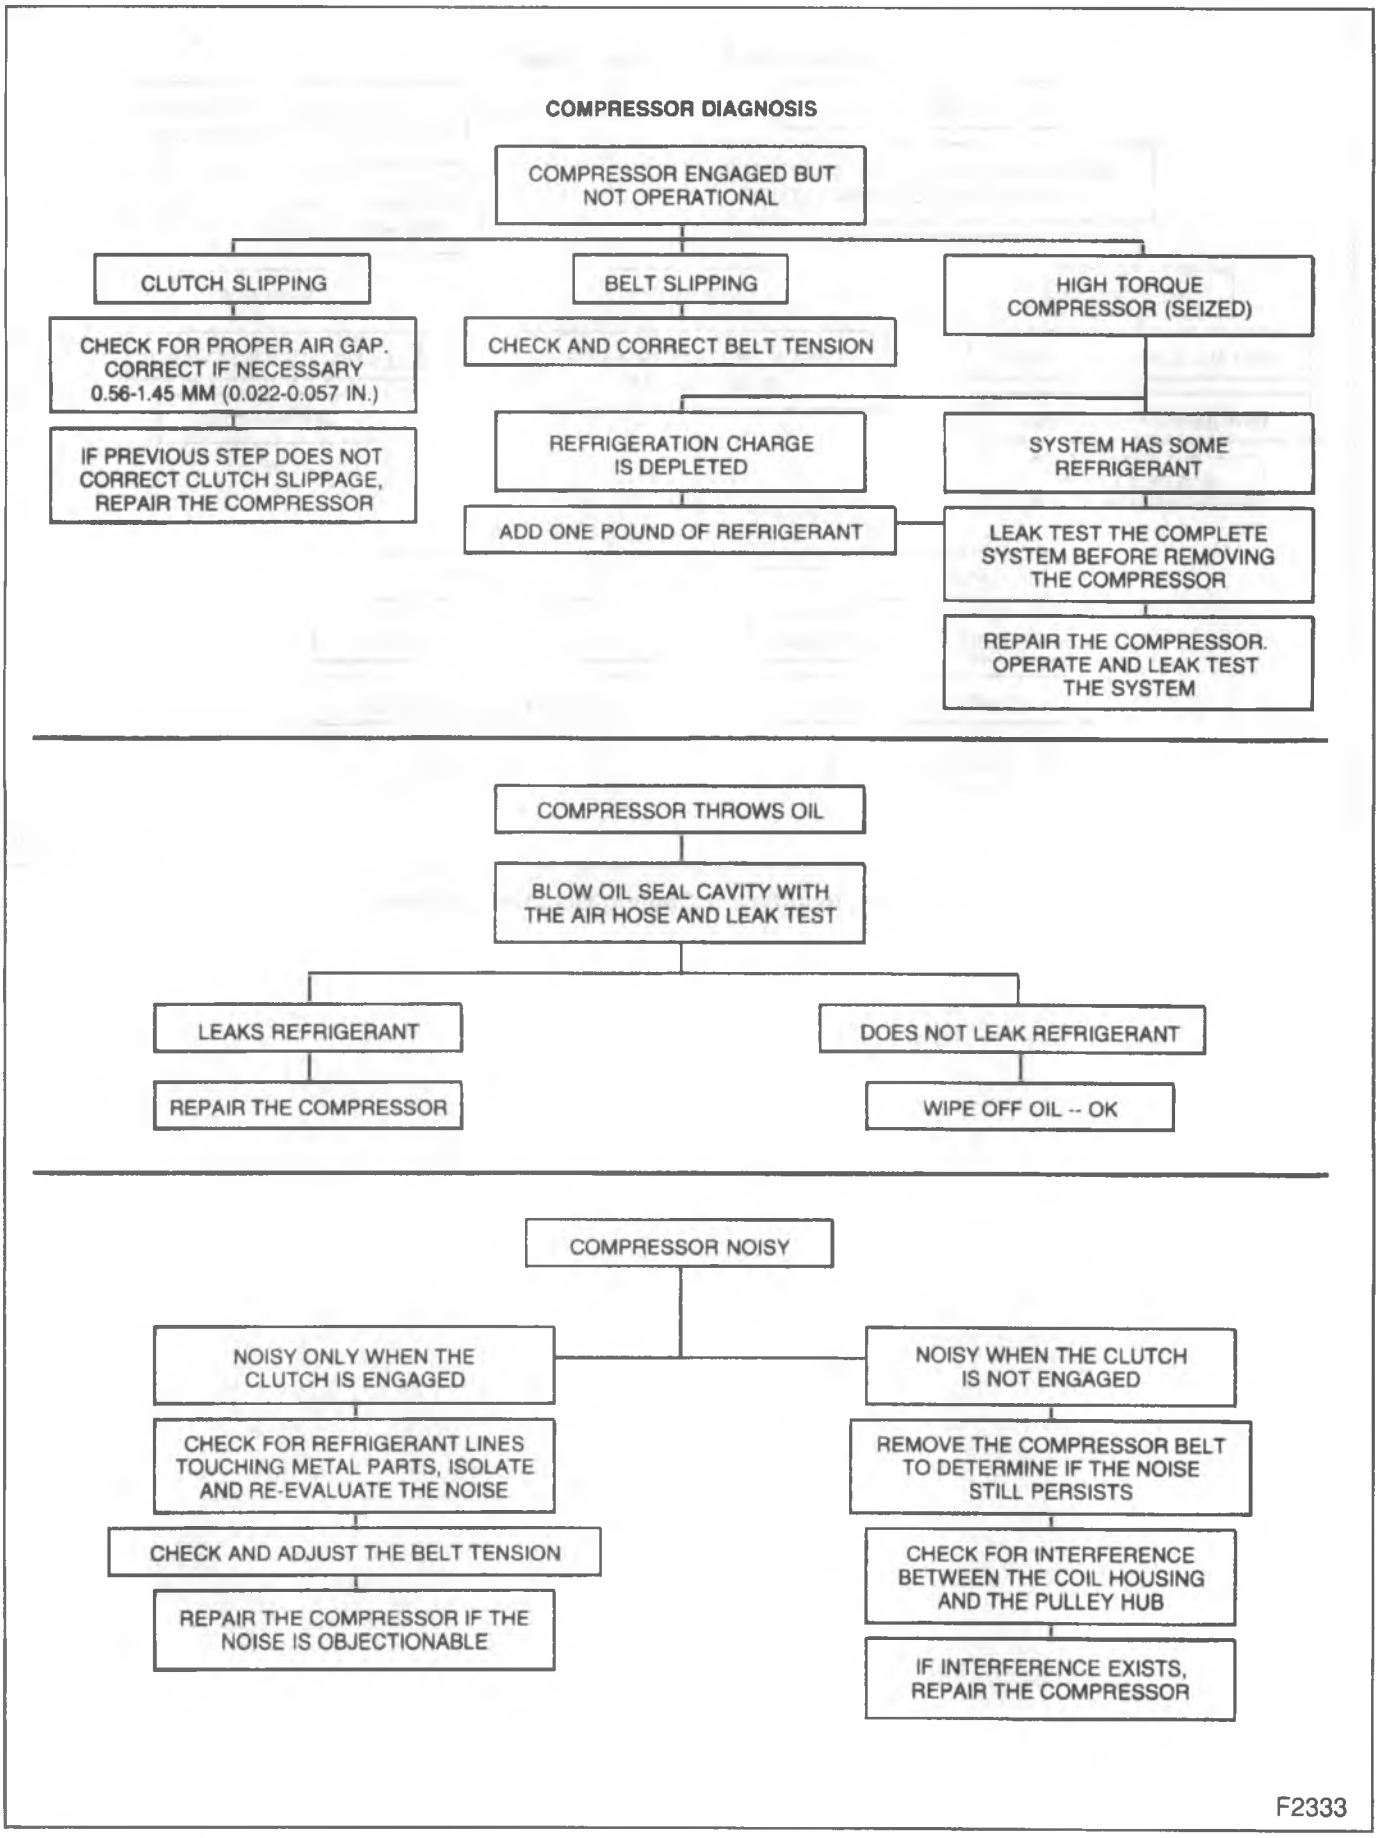

Figure 17 – Compressor Diagnosis
2. Compressor Diagnosis (figure 17).